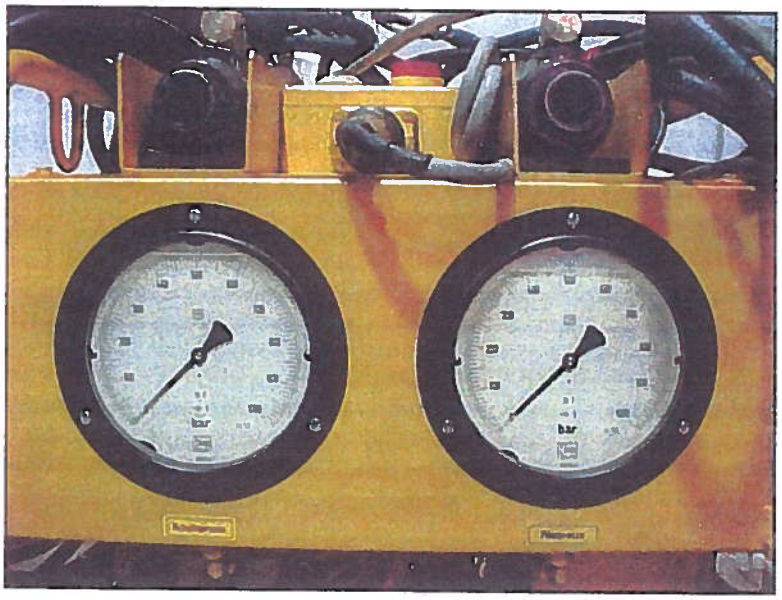

FIGURE 12. From Left to Right, Active Jack and Pilot Jack Pressure Gauges.
7.7 Press the "SP" and "A" buttons and turn the reduction valve's rotary head slowly clockwise, simultaneously, until the pressure gauge (Fig 12) indicates the specified load.